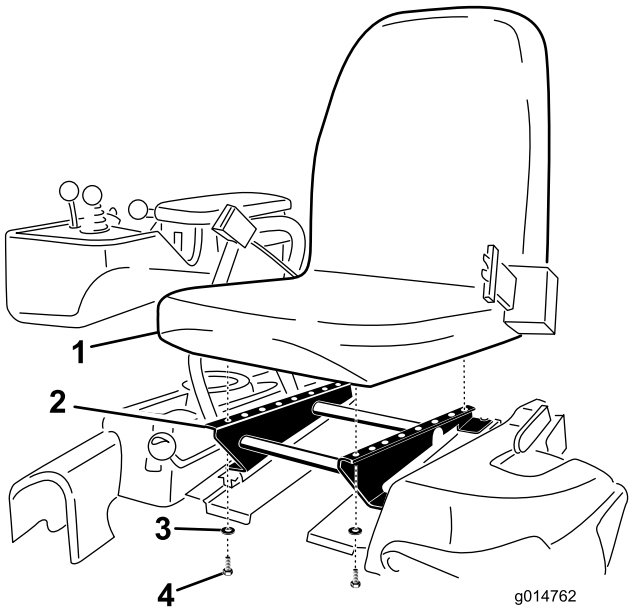

**Figur 4**
3. Fest setet til setefoten med de fire boltene og skivene du fjernet tidligere (Figur 4).